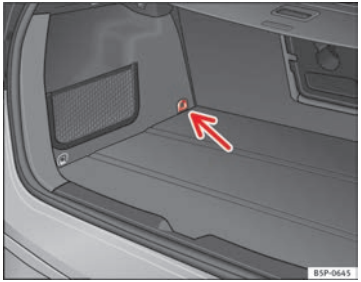

Fig. 32 Top Tether* securing ring
– Press the child seat onto the ISOFIX retaining rings until the child seat can be heard to engage securely. If the child seat is equipped with Top Tether* anchor points, secure it to the correspondent ring ⇒ fig. 32. Observe the manufacturer's instructions.